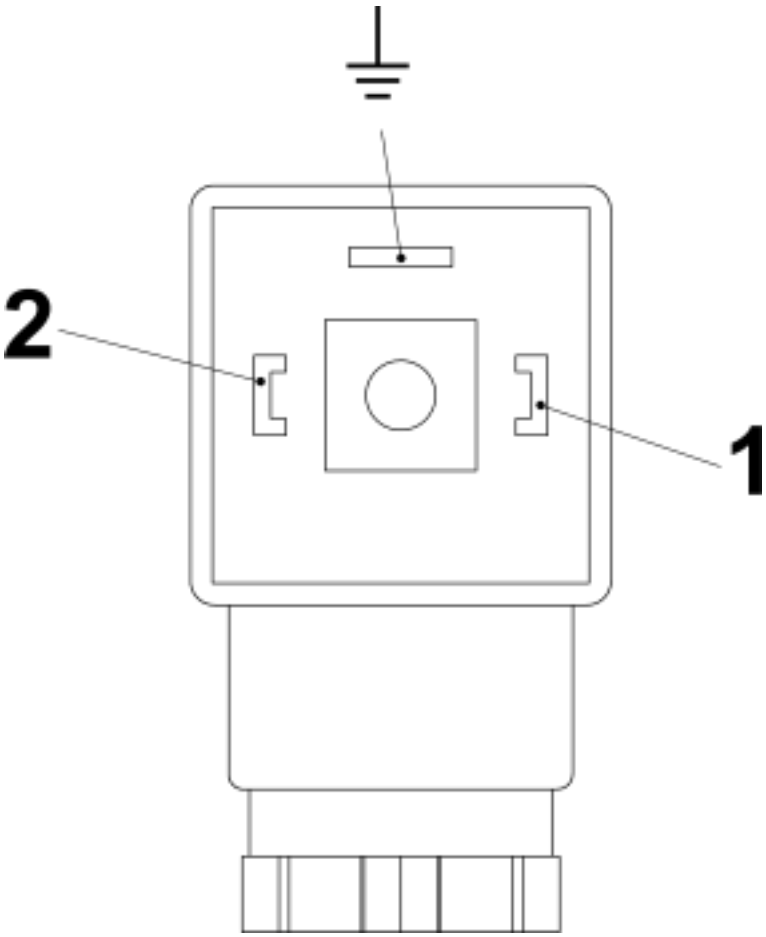
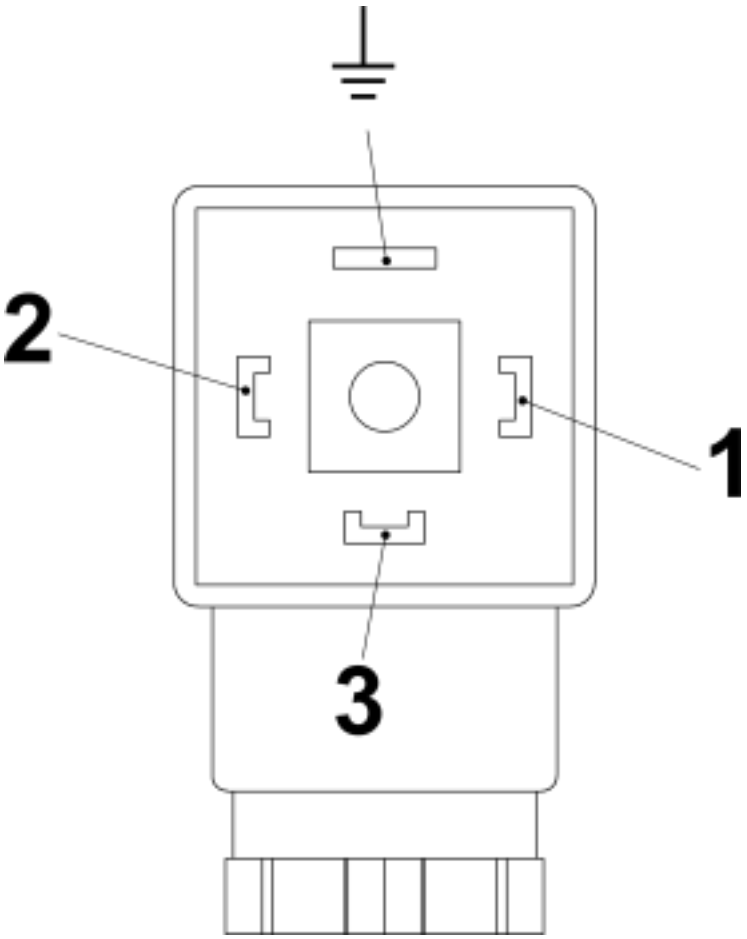

Fig. 30: Pin assignment, plug socket, normally-open contact (SG-30 with connector in compliance with EN175301-803)
Fig. 31: Pin assignment, plug socket, change-over contact (SG-30 with connector in compliance with EN175301-803)
6. Make the connections as shown in the connecting diagram (*Fig. 30* and *Fig. 31*)